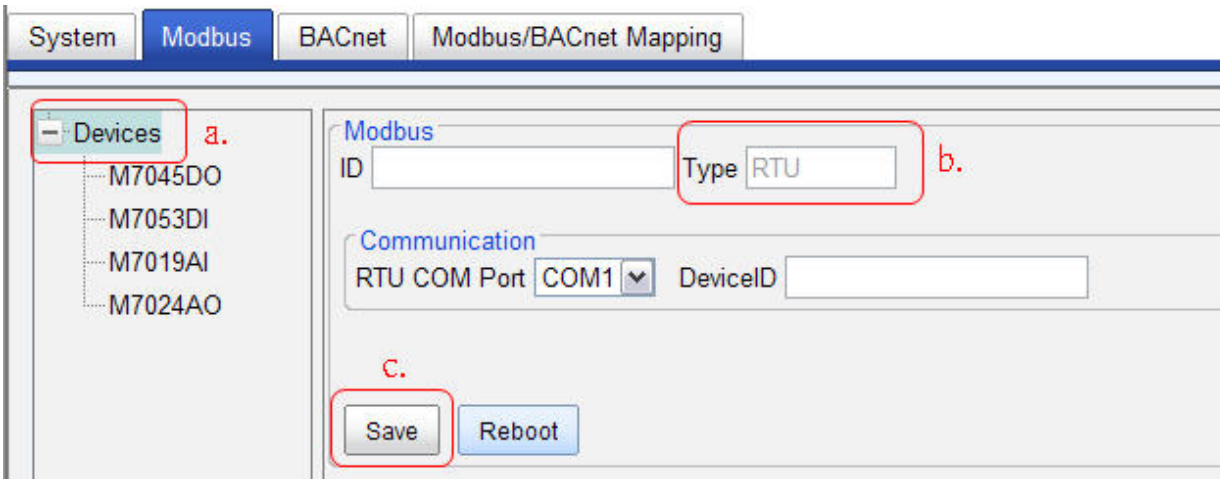

Figure 10. Devices addition and RTU configuration
a. Click Devices as shown in Figure 10.
b. The protocol type has already defined when selecting hardware. RTU for GW-5492 and TCP for GW-5493. Please refer to Figure 10 and 11.
Modbus RTU configuration as shown in Figure 10